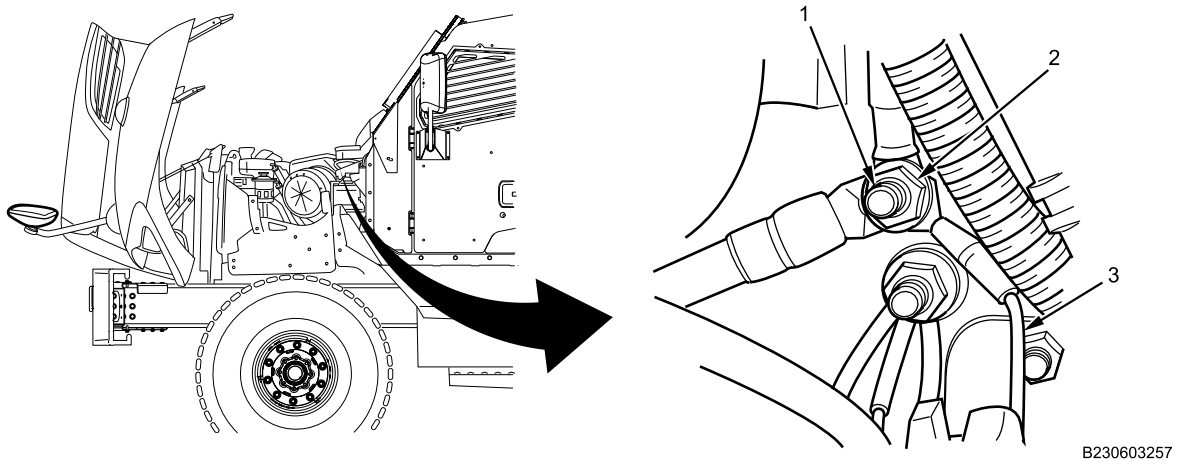

Figure 1. Ground Stud Nut.
1. Remove ground stud nut (Figure 1, Item 2) and front trailer harness ground wire (Figure 1, Item 3) from ground stud (Figure 1, Item 1).